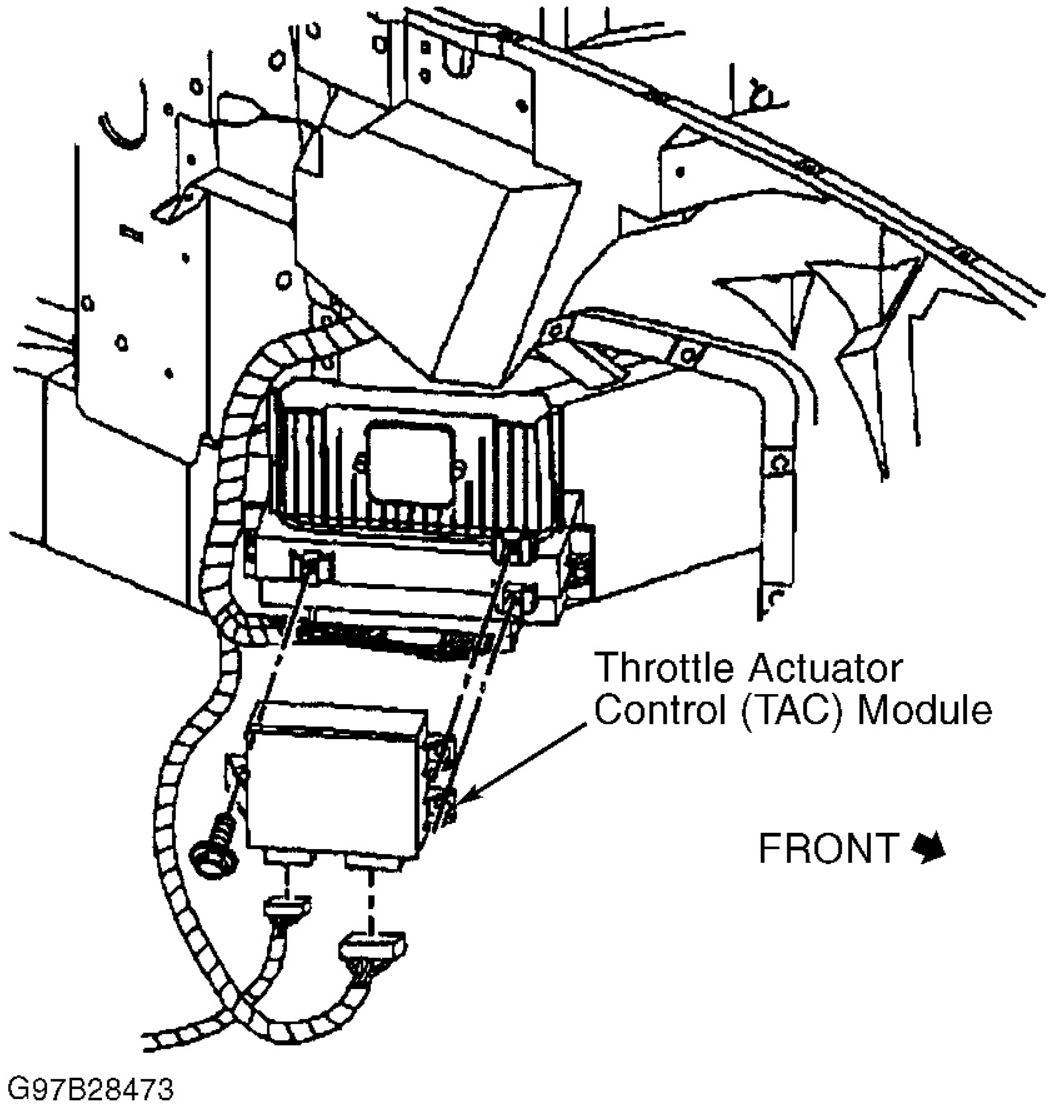

Fig. 30: Removing Throttle Actuator Control Module
1. Remove inner wheel well panel. See **Fig. 7** . Remove TAC module. See **Fig. 30** . Disconnect PCM electrical connectors. Loosen but do not remove PCM rear bolt.